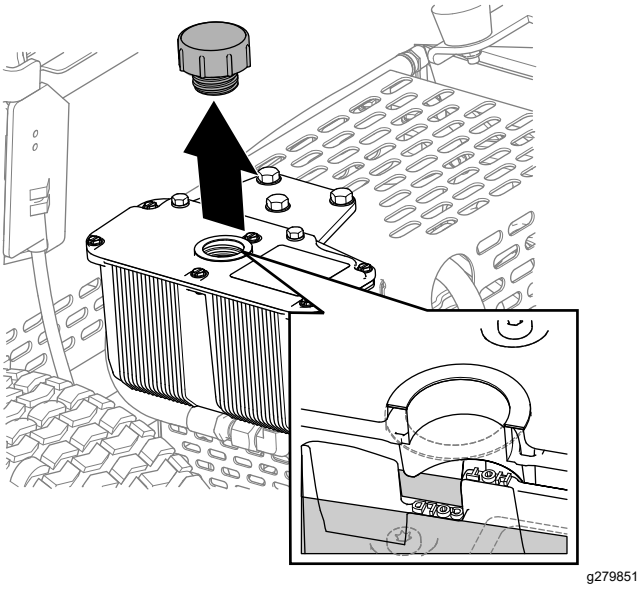

**Figur 35**
3. Avlägsna locket och kontrollera hydraulvätskenivån i tanken (Figur 35).